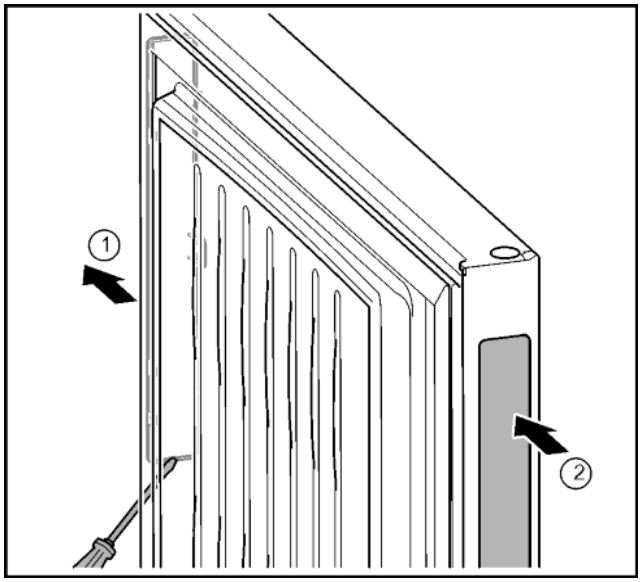

Fig. 21
▶ С помощью шлицевой отвертки снять крышку вспомогательного механизма открывания двери с противоположной стороны. *Fig. 21 (1)*
▶ Вставить в образовавшееся отверстие. *Fig. 21 (2)*